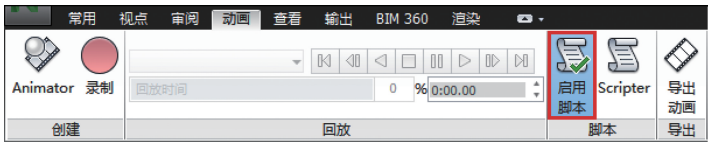

图　9-22
**注意：**在模拟该进度安排前，请确保文件中的动画脚本已经被启用，如图 9-22 所示。